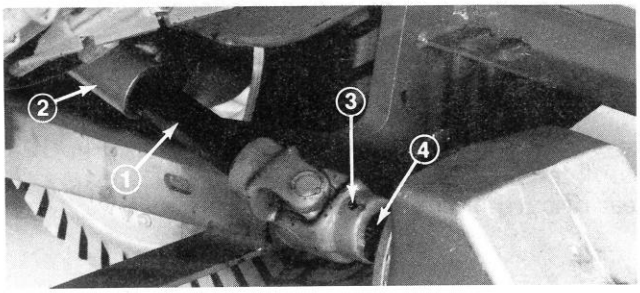

Figure 8
2. Stop engine, slide cutting unit under frame, slide male PTO shaft into female PTO shaft. Align gearcase input shaft with PTO shaft and slide together. Secure with roll pin (Fig. 8).